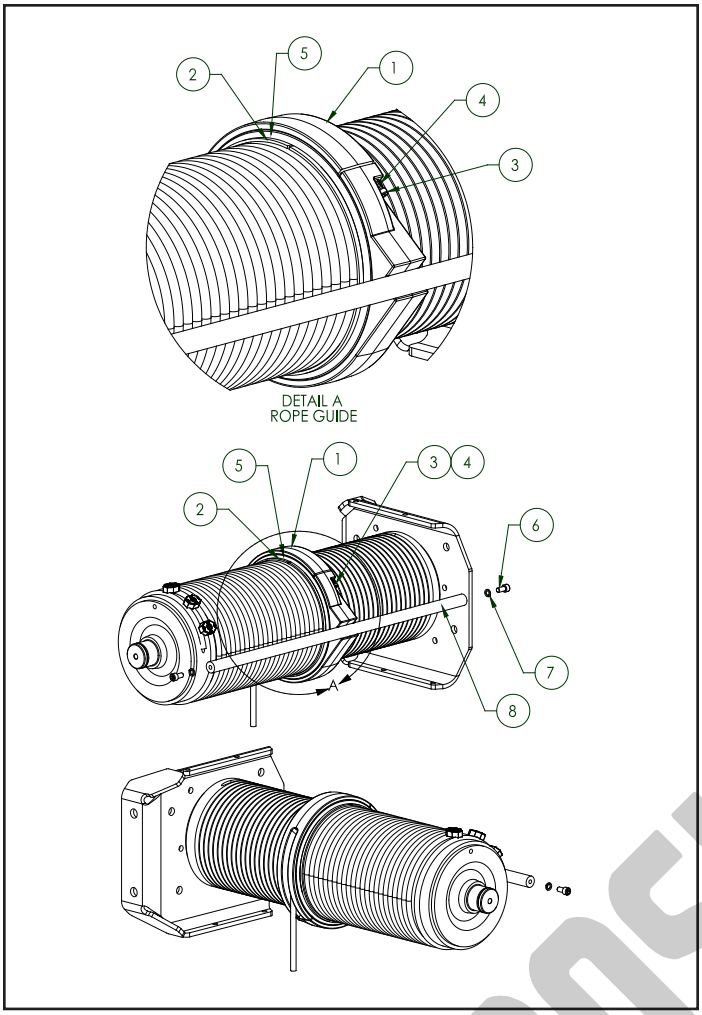

Figure 5-3a. Rope Guide Assembly ("B" & "C" Frame)
b) Disassembly for "B" & "C" Frame. Refer to Fig. 5-3a. For further assistance in locating components, refer to the parts list in Section IX.
(1) Remove socket head cap screws and lock washers (Items 6 and 7). Remove drum frame rod (Item 8).
(2) Remove shoulder bolts (Item 3) and compression springs (Item 4). The two halves of the rope guide body (Item 1) can now be pulled off the drum separately. When reassembling be sure that the half with the rope slot is on the top half of the drum.
(2) With all personnel clear of hoist - TURN ON POWER.
(3) Operate hoist "UP" guiding six (6) wraps of new rope into drum grooves with gloved hand.
(4) Reinstall rope guide over rope in rope drum grooves as shown in Figure 5-3a. & 5-3b. and outlined in Section V, Paragraph 5-5. Continue lubricating as rope is spooled onto the drum until about 28'-0" remain unwound.